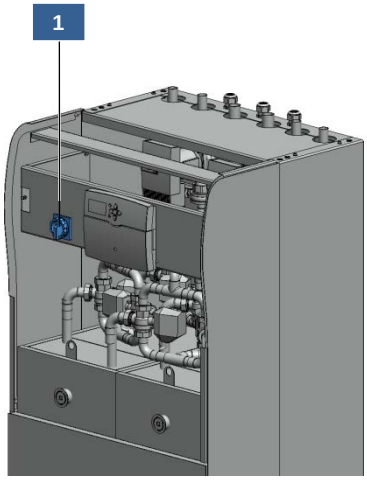

Abb. 24: Hauptschalter der eCoo 2.0
4. Den Hauptschalter (siehe Abb. 24) betätigen, um die eCoo 2.0 vollständig auszuschalten.